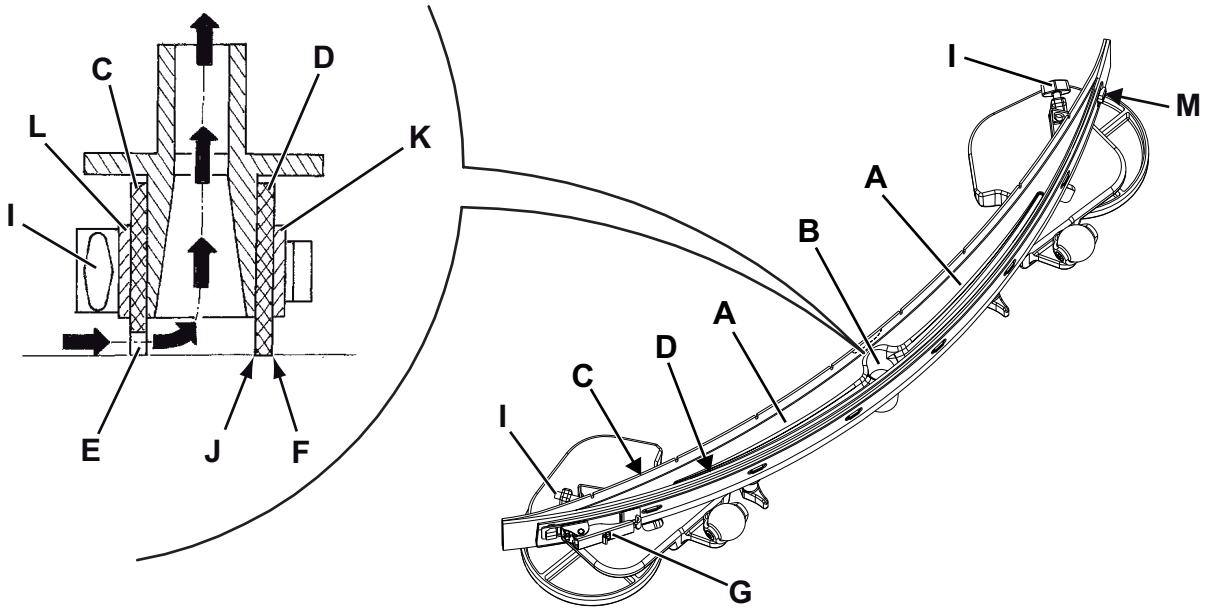

Afbeelding 6
2. Steek de contactsleutel (58) in het contact en draai deze in stand ‘I’.
3. Laat de trekker (30) zakken met behulp van de knop (63).
4. Zet de contactsleutel (58) in de stand ‘0’.
5. Ontkoppel de aanzuigslang (31) van de trekker.
6. Draai de wieltjes (34) los en verwijder de trekker (30).
7. Spoel en reinig de trekker. Reinig met name de vuiltjes en troep uit de ruimten (A, Afb. 6) en uit de opening (B). Controleer of de voorste rubber (C) en de achterste rubber (D) heel zijn en geen sneden of scheuren vertonen. Als dat wel het geval is, moeten ze worden vervangen.
1. Reiniging van de trekker (Afb. 6), zie hiervoor het vorige deel.
2. Controleer of de strook (E) van de voorste rubber (C) en de strook (F) van de achterste rubber (D) tegelijkertijd over de hele lengte op een controlevlak steunen. Als dat niet het geval is, moet u ze als volgt in hoogte verstellen:
- Haal de trekstang (G) los, ontkoppel de houder (M) en stel de achterste rubber (D) af; koppel de houder weer aan en monteer de trekstang.
- Draai de wieltjes (I) los en stel de achterste rubber (C) af. Draai de wieltjes daarna weer vast.
3. Controleer of de voorste rubber (C) en de achterste ruimte (D) heel zijn en geen sneden of scheuren vertonen. Als dat wel het geval is, moeten ze worden vervangen. Dat doet u als volgt. Controleer ook of de voorste rand (J) van de achterste rubber niet is versleten. Als dat wel het geval is, kan de rubber zelf kapot gaan. Vervang deze door een van de andere drie randen die nog heel zijn. Als de andere randen ook zijn versleten, moet u de rubber vervangen. Dat doet u als volgt:
- Koppel de trekstang (G) los, haal de houder (M) los en verwijder de bevestigingsband (K), vervang of rouleer de achterste rubber (D).
- Draai de wieltjes (I) los en verwijder de bevestigingsband (L). Vervang daarna de voorste rubber (C).